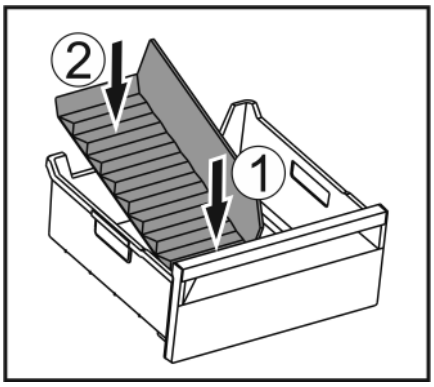

Fig. 189
▶ Insert the front part of the ice compartment divider. *Fig. 189 (1)*
▶ Lower the rear part of the ice compartment divider to the drawer bottom. *Fig. 189 (2)*